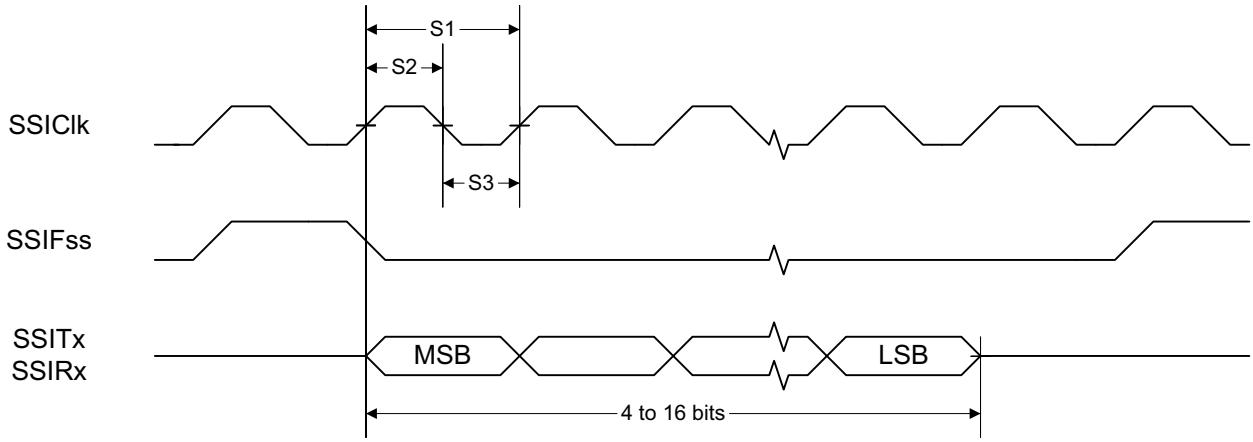
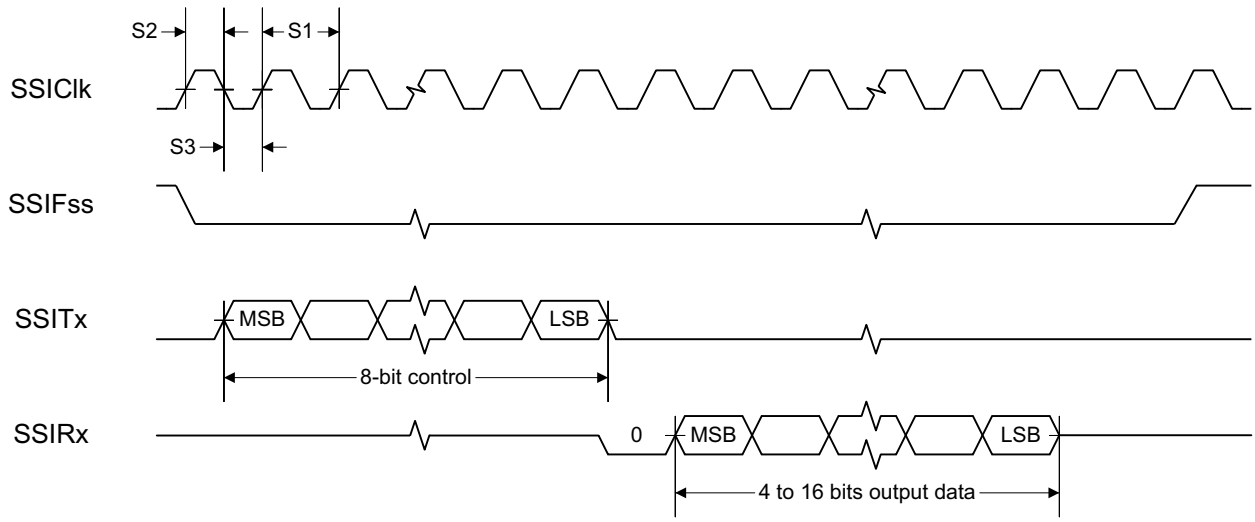
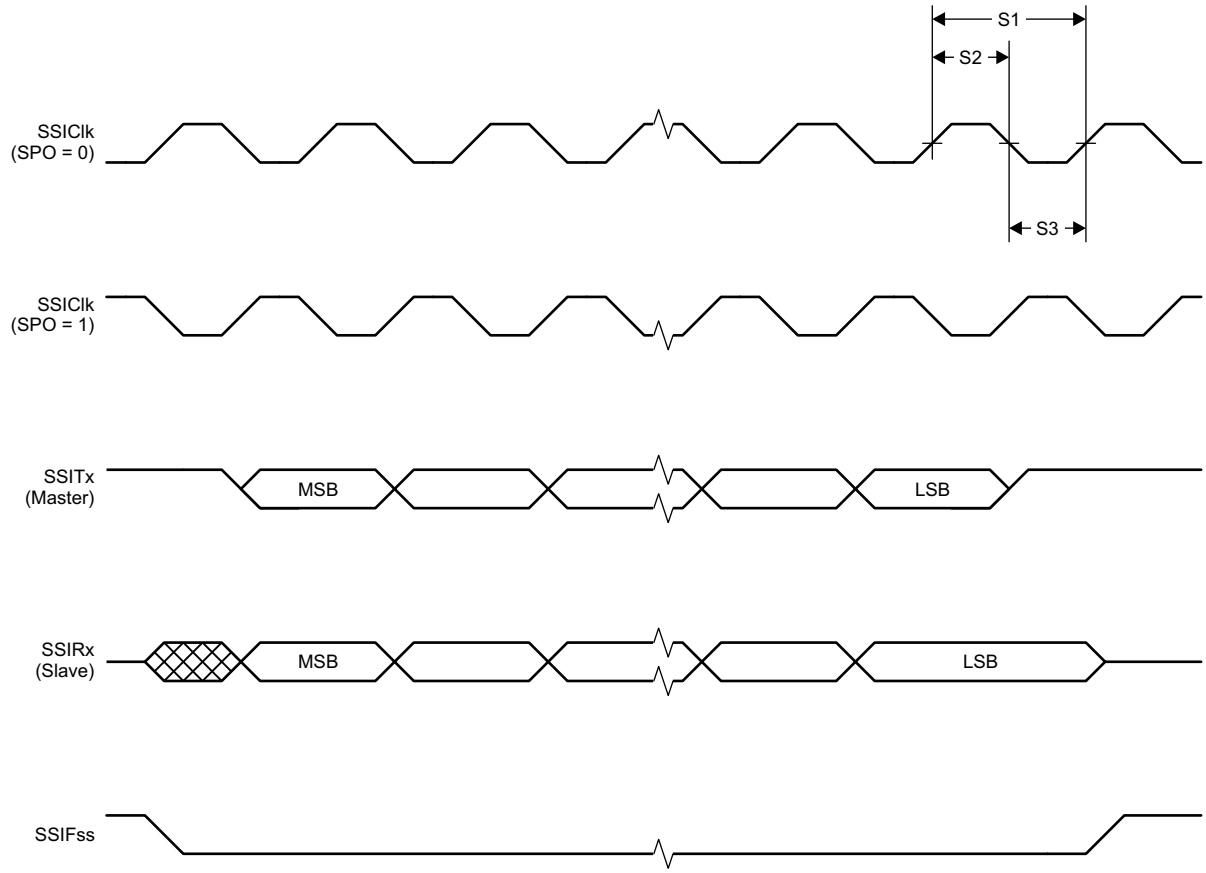

Figure 5-1. SSI Timing for TI Frame Format (FRF = 01), Single Transfer Timing Measurement
Figure 5-2. SSI Timing for MICROWIRE Frame Format (FRF = 10), Single Transfer
Figure 5-3. SSI Timing for SPI Frame Format (FRF = 00), With SPH = 1
(2) Applications using RCOSC_LF as sleep timer must also consider the drift in frequency caused by a change in temperature (see Section 5.13).
(3) T_A = –40°C to 85°C, V_{DDS} = 1.7 V to 3.8 V, unless otherwise noted.
(4) T_c = 25°C, V_{DDS} = 3.0 V, unless otherwise noted. Device operating as SLAVE. For SSI MASTER operation, see *Section 5.23*.
(5) Refer to SSI timing diagrams Figure 5-1, Figure 5-2, and Figure 5-3.
(1) Device operating as MASTER. For SSI SLAVE operation, see Section 5.22.
(2) Refer to SSI timing diagrams Figure 5-1, Figure 5-2, and Figure 5-3.